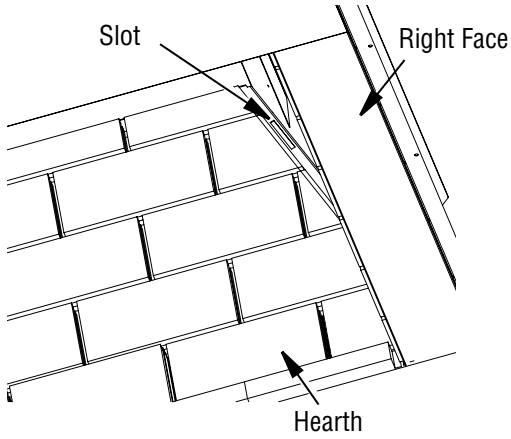

Figure 32 - Slots for Firebrick Walls
3. Install the left and right firebrick walls. There is a bracket with 2 tabs on the bottom of each firebrick wall. Angle the wall into the fireplace opening and into the slots on the side of the hearth *(**Figure 32**)*, then tilt the top of the panel toward the firebox surround.